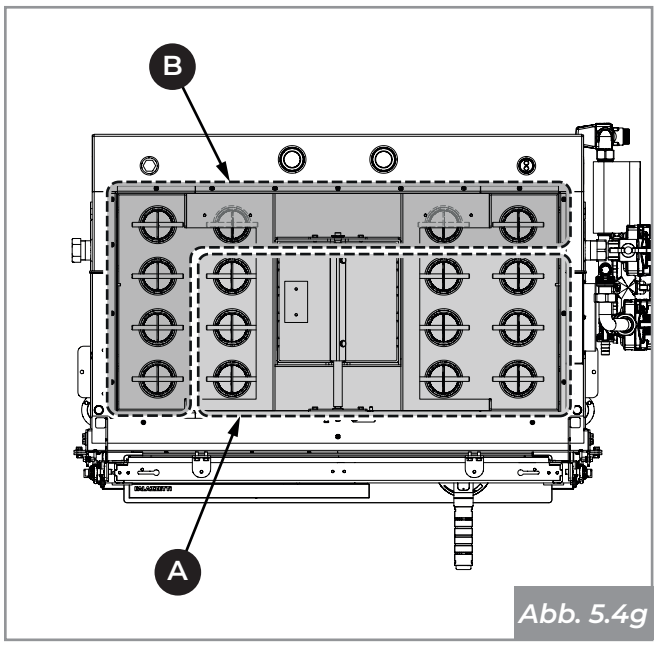

Abb. 5.4g
- Alle Turbolatoren von oben herausziehen **(A - Abb. 5.4g)**, ausgenommen die vier hinteren und die drei auf der gegenüberliegenden Seite des Hydraulikaggregats, die von unten ausgebaut werden müssen **(B - Abb. 5.4g)**;